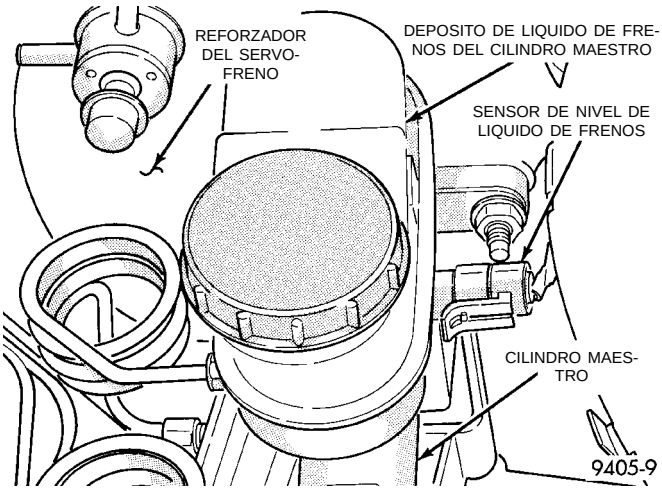

Fig. 165 Sensor de nivel de líquido del cilindro maestro
(1) Retire el conector del mazo de cableado del sensor de nivel de líquido de frenos (Fig. 165).